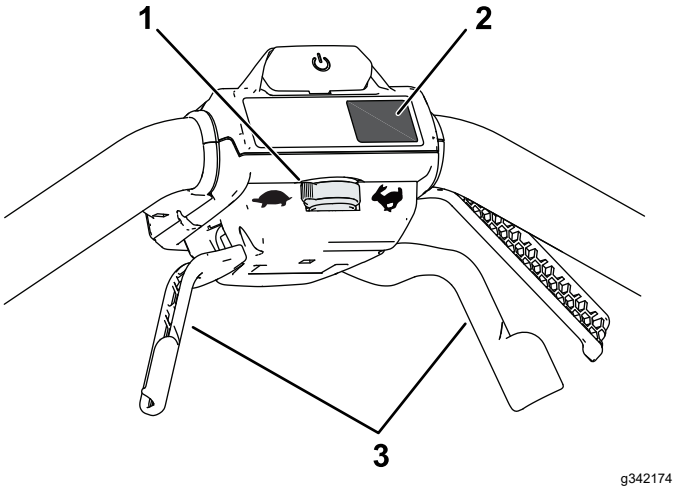

Figur 12
- **Juster hastighetskontrollen for å justere selvdriftshastigheten (Figur 12).**
- **For å bruke maskinen med selvdrift klemmer du selvdriftshåndtakene mot håndtaket og holder dem (Figur 12).**
Trykk på MAX-knappen under på-knappen for å stille maskinen til MAKS hastighet (Figur 12).